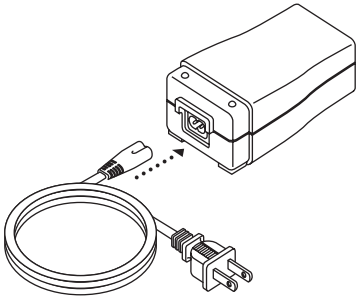

**Figure 3–5 Connecting the Power Cord to the Power Supply**
1. Plug the socket end of the AC power cord into the power supply, as shown in Figure 3–5.